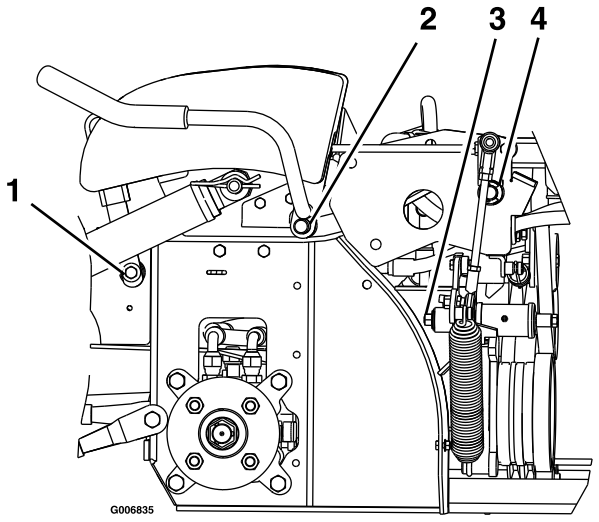

Figur 34
2. Smør bronsehylstrene på bremsehåndtakstappen med et smøremiddel i sprayform eller en lett olje (Figur 34).